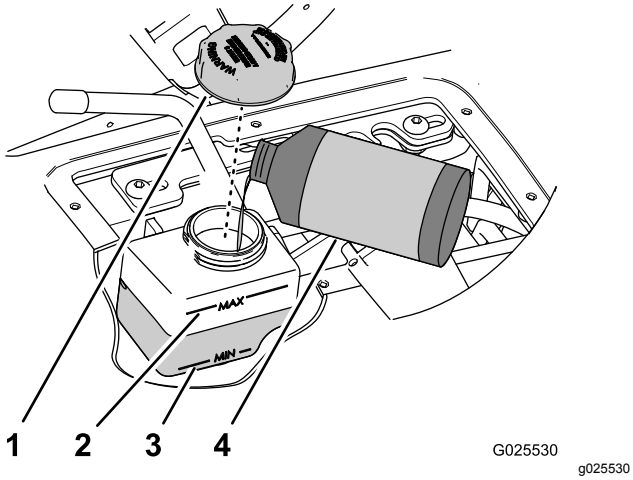

Figur 61
4. Kontroller oljenivået i beholderen for hastighetskontrollsylinderen (Figur 61).
A. Tørk av området rundt beholderens lokk (Figur 61).
B. Ta lokket av beholderen (Figur 61).
C. Fyll på spesifisert væske til nivået er halvveis mellom min- og maks-merkene på siden av beholderen (Figur 61).
D. Sett på lokket og stram for hånd (Figur 61).